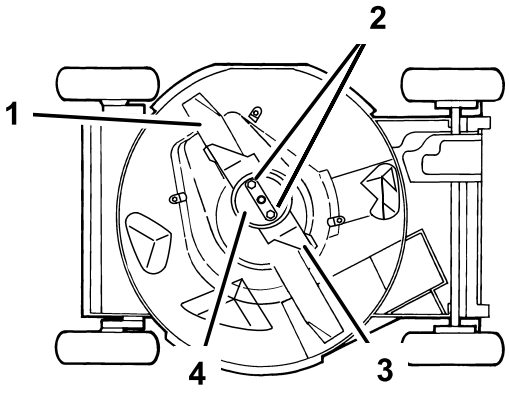

Figur 34
4. Tippa gräsklipparen på dess **högra** sida (Figur 34).
Fatta tag om knivens ände med en trasa eller en tjockt vadderad handske. Ta bort knivmuttrarna, antiskalbehållaren, acceleratorn och kniven (Figur 34).
5. Ta bort två knivmuttrar, antiskalbehållaren, acceleratorn och kniven (Figur 34).